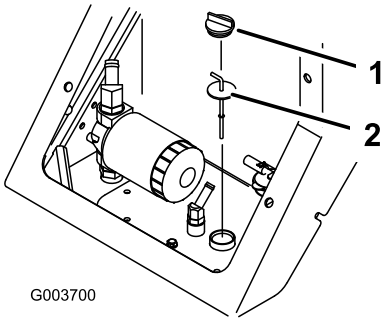

Figure 14
5. Clean the area around the filler neck of the hydraulic tank (Figure 14).
6. Remove the cap from the filler neck and check the fluid level on the dipstick (Figure 14).